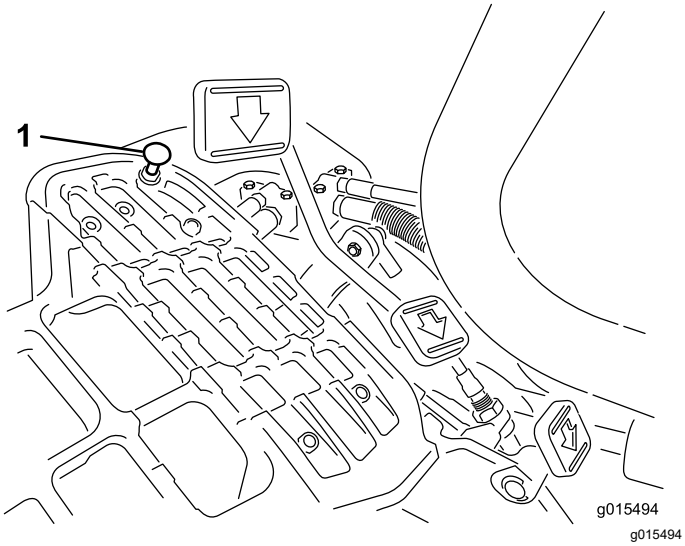

**Rysunek 38**
Aby uzyskać maksymalną prędkość transportową, należy ustawić dźwignię sterowania funkcją w pozycji TRANSPORTOWEJ i nacisnąć do końca pedał jazdy. Jeśli pedał dotyka ogranicznika (Rysunek 38), zanim da się wyczuć naprężenie linki, wówczas należy dokonać regulacji w następujący sposób:
1. Ustaw dźwignię sterowania funkcją w pozycji TRANSPORTOWEJ i poluzuj nakrętkę zabezpieczającą mocującą ogranicznik pedału do płyty podłogowej (Rysunek 38).